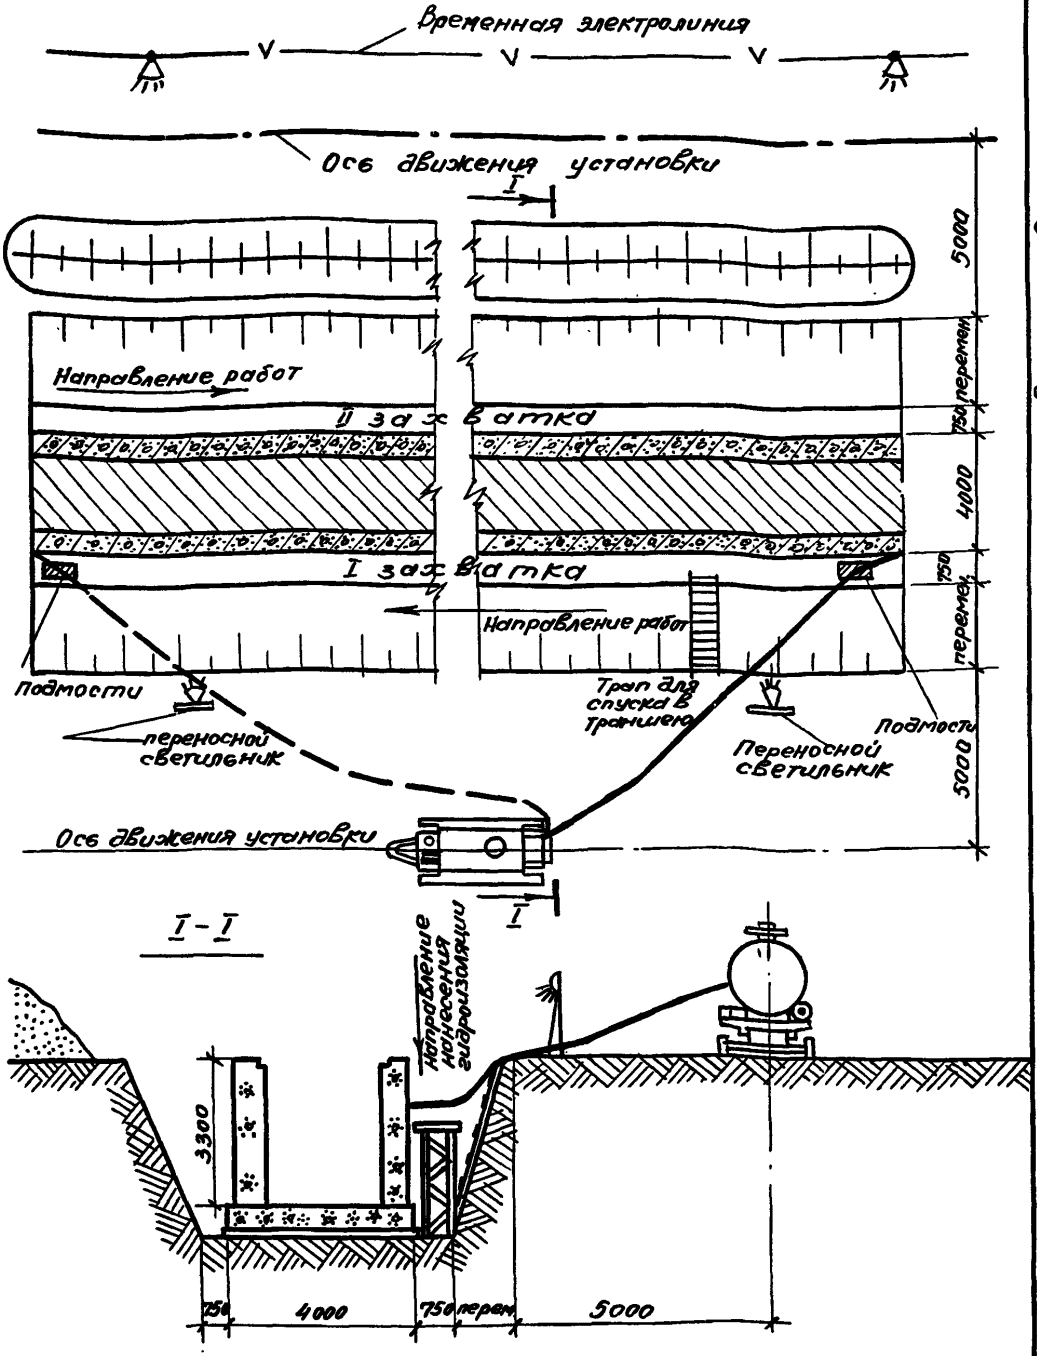

Рис.1 Схема организации работ на захватке длиной 100 м
2. Гидроизоляция вертикальных поверхностей коллектора ведется последовательно по захваткам в порядке, указанном на схеме (Рис.1), путем нанесения горячего битума с помощью установки конструкции треста "Оргпромстрой", которая размещается в середине захватки.